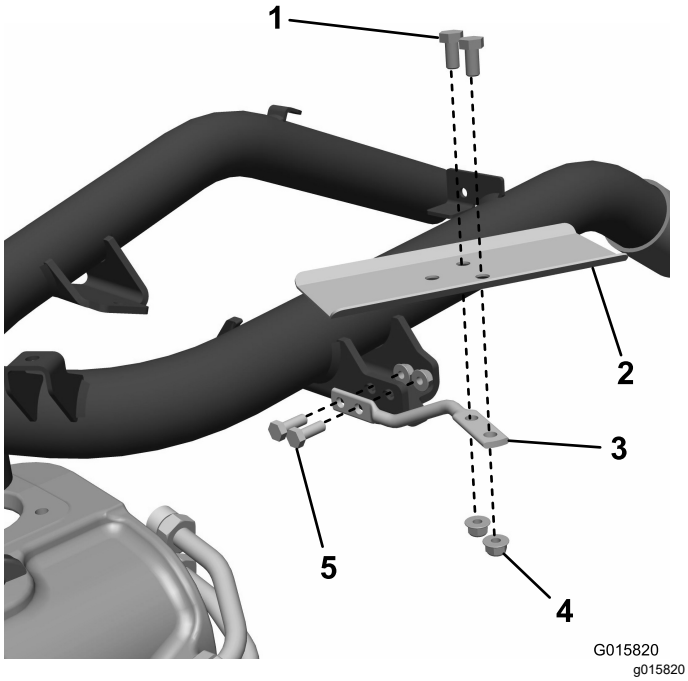

Figur 8
1. Montera trådenheten på ramen med hjälp av två skruvar (5/16 tum) och två muttrar (Figur 8).